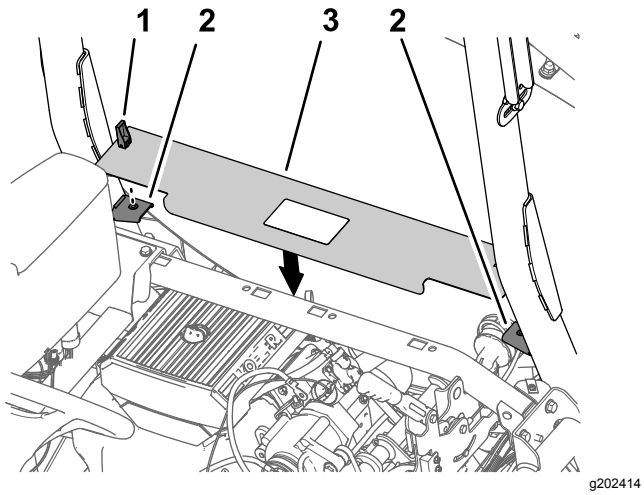

Rysunek 221
1. Ustaw zatrzaski panelu dostępowego silnika równo z tulejami we wspornikach panelu na pałąku bezpieczeństwa (Rysunek 221).
2. Zamontuj panel do wsporników (Rysunek 221).
3. Przekręć uchwyty zatrzasków w dół, mocując panel do wsporników (Rysunek 221).